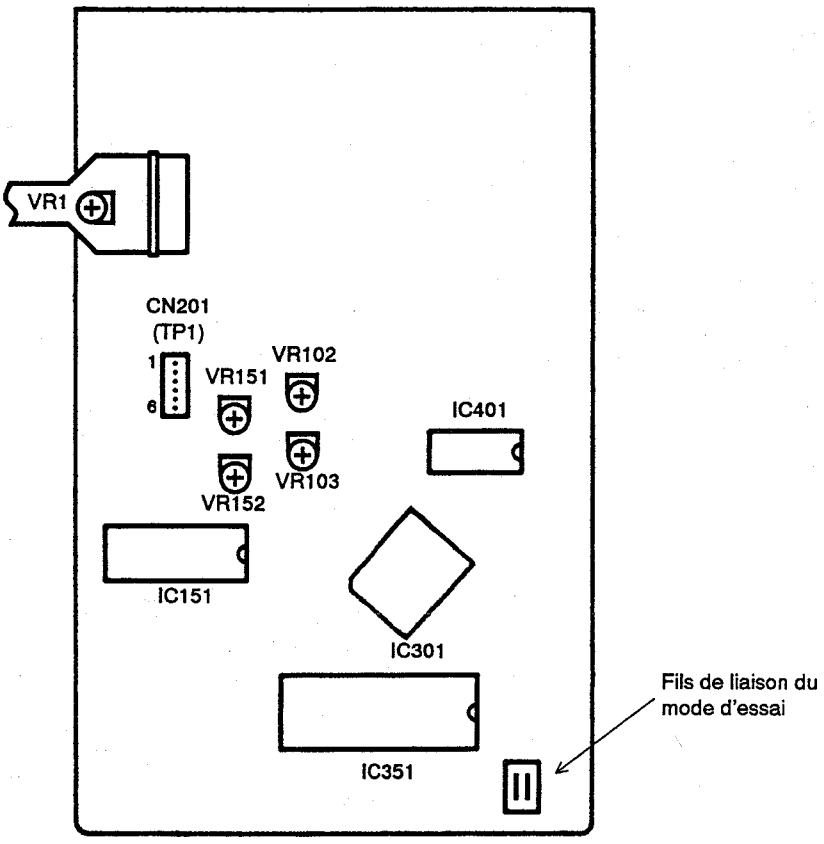

Figure 1 Emplacement des Réglages
2. Court-circuiter les fils de liaison du mode d'essai. (voir Figure 1.)